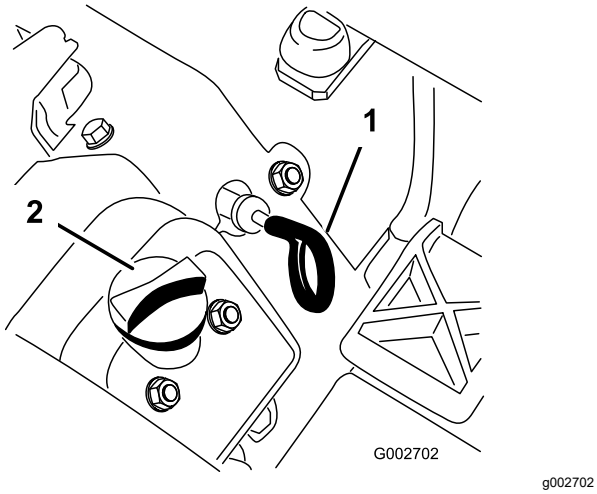

**Figur 24**
3. Rengør området omkring oliepåfyldningsdækslet og målepinden, før du fjerner dem, for at holde snavs, græsaffald osv. ude af motoren (Figur 24).
4. Træk målepinden op (Figur 24), og tør den af med en ren klud.